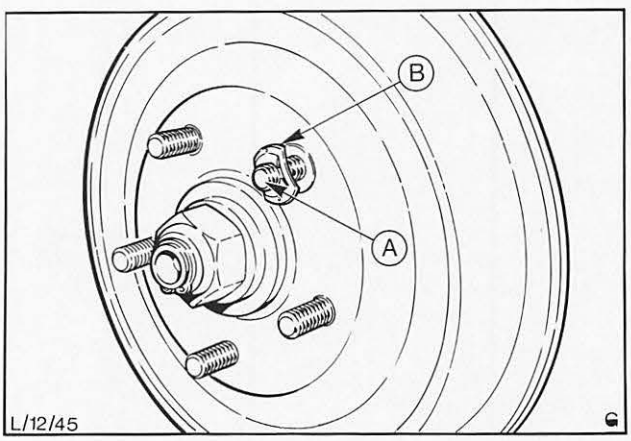

Abb. 43 Klammer – Bremstrommel
10. Nach Anbau der Bremstrommel mit Klammer, Abb. 43, und Hinterrad, Bremse durch mehrmaliges Betätigen des Bremspedals einstellen. Der Pedalweg verringert sich bei zunehmender Einstellung.